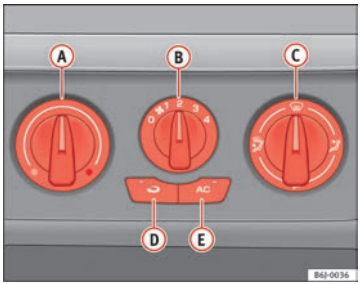

Fig. 105 Air conditioning controls on the dash panel
– Using the controls ⇒ Fig. 105 (A) and (C) and with the switch (B) you can adjust the temperature, the air distribution and the blower speed.
– To switch a function on or off, press the appropriate button (D) or (E). When the function is activated, a red warning light on the button is turned on.
– Close outlets (3)
– Open and turn outlets (4) towards side windows.